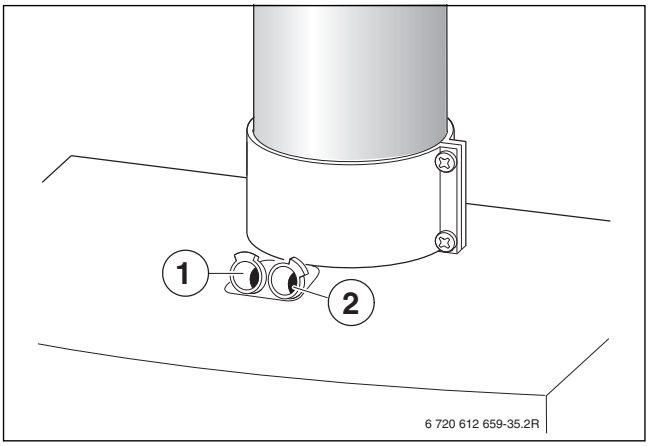

Bild 73
- ▶ Stopfen am Verbrennungsluft-Messstutzen [2] entfernen (→ Bild 73).
▶ Stopfen am Abgasmessstutzen [1] entfernen (→ Bild 73).